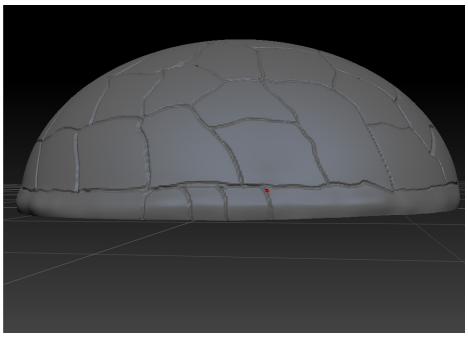

Figure 3-65 *Pattern created on the lower part of the turtle shell using the* ***Standard*** *brush*
6. Press and hold the left mouse button and drag the cursor to create another pattern on the lower part of the *turtle shell* using the brush settings mentioned above, refer to Figure 3-65.